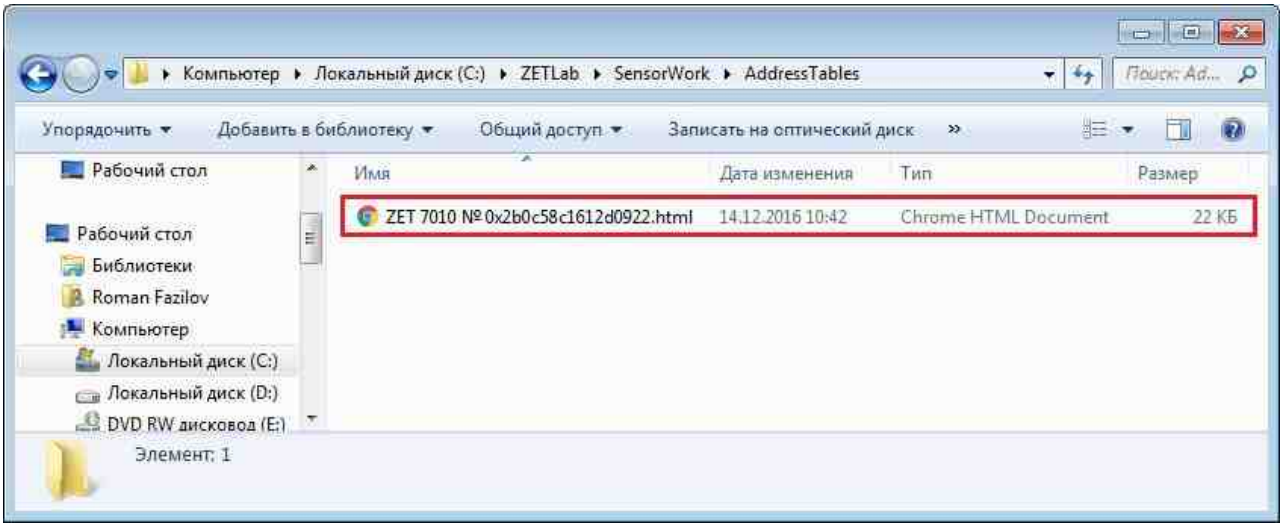

Рис.9.2 Файл созданный командой «Сгенерировать таблицу адресов»
2. После выполнения команды «Сгенерировать таблицу адресов» откроется папка, расположенная по директории: *C:\ZETLab\SensorWork\AddressTables*, в которой для данного устройства будет создан файл с расширением имени «.html» (*Рис.9.2*).